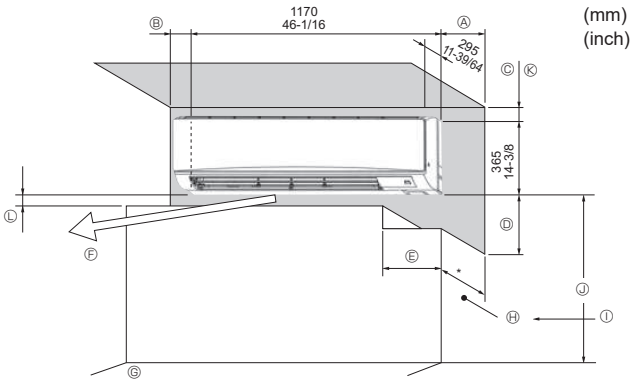

Fig. 2-1
2.1. Dimensions externes (Appareil intérieur) (Fig. 2-1)